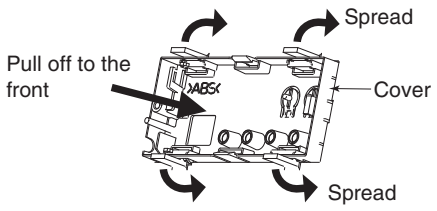

Fig. 3-10
(1) While spreading the tabs of the cover, pull it out from the panel to the front. (Fig. 3-10)
(2) Pass the lead wire through the panel and install the receiver in the hole in the panel.